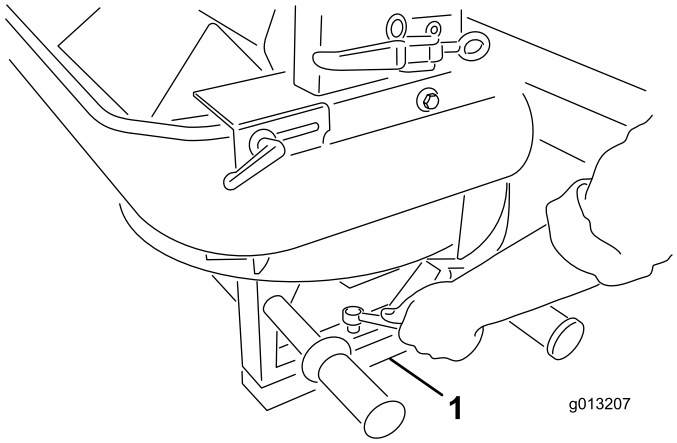

Figur 6
5. Ta bort de fyra skruvarna från benen på dubbelspridaren. Ta hjälp av någon och lyft dubbelspridaren och ta bort förpackningsskydden (Figur 6).